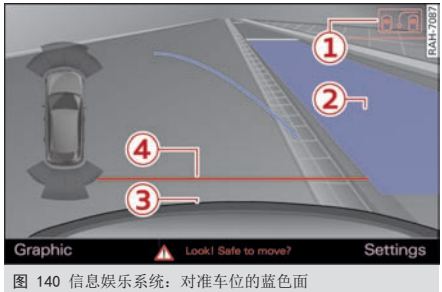
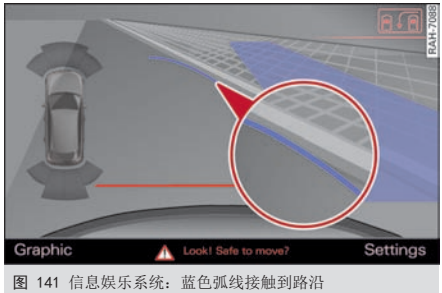

图 140 信息娱乐系统：对准车位的蓝色面
图 141 信息娱乐系统：蓝色弧线接触到路沿
- 请在信息操控单元上按控制按钮 ① ⇨ *图 140*。显示纵向泊车。
- 把车退回去，将本车调整到蓝色标记面 ② 紧挨着后侧的汽车或停车位的分界线 ⇨ ⚠，*在通用提示中，见第 98 页*、⇨ ⓘ，*在通用提示中，见第 99 页*。蓝色标记面显示车辆轮廓向后约 5 米的延伸。蓝色标记面的纵侧应贴上马路上沿。整个蓝色标记面必须能进入停车空档。
- 倒着驶入停车空档。只要蓝色曲线 ⇨ *图 141* 接近马路上沿 ⇨ ⚠，*在通用提示中，见第 98 页*，请立即停车 ⇨ ⓘ，*在通用提示中，见第 99 页*。
- 继续向停车场空位内倒车，直到汽车与路沿石平行 ⇨ ⚠，*在通用提示中，见第 98 页*、⇨ ⓘ，*在通用提示中，见第 99 页*。③ 标志着后保险杠。最迟在红色定向线 ④ 接触到一个障碍物时就不要再继续行驶！此时注意观察车前部。
如果在停车空档旁有障碍物，如墙壁等，那么在侧面必须选择较大的间距。蓝色标记面的纵侧与马路上必须有足够距离。基准面不得紧贴路沿。必须大幅度提前打方向盘。蓝色弧线 ⇨ *图 141* **不得**接触马路沿，而应与其保持足够距离。